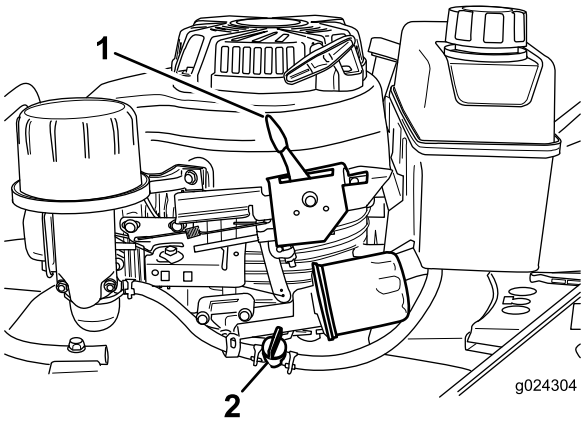

Figur 13
2. Öppna bränslekranen (Figur 13).
3. För gasreglagespaken (Figur 13) till chokeläget.
Släpp knivstyrstången och för gasreglagespaken (Figur 13) till stoppläget.
Obs: Stäng bränslekranen (Figur 13) om du inte ska starta motorn snart igen,